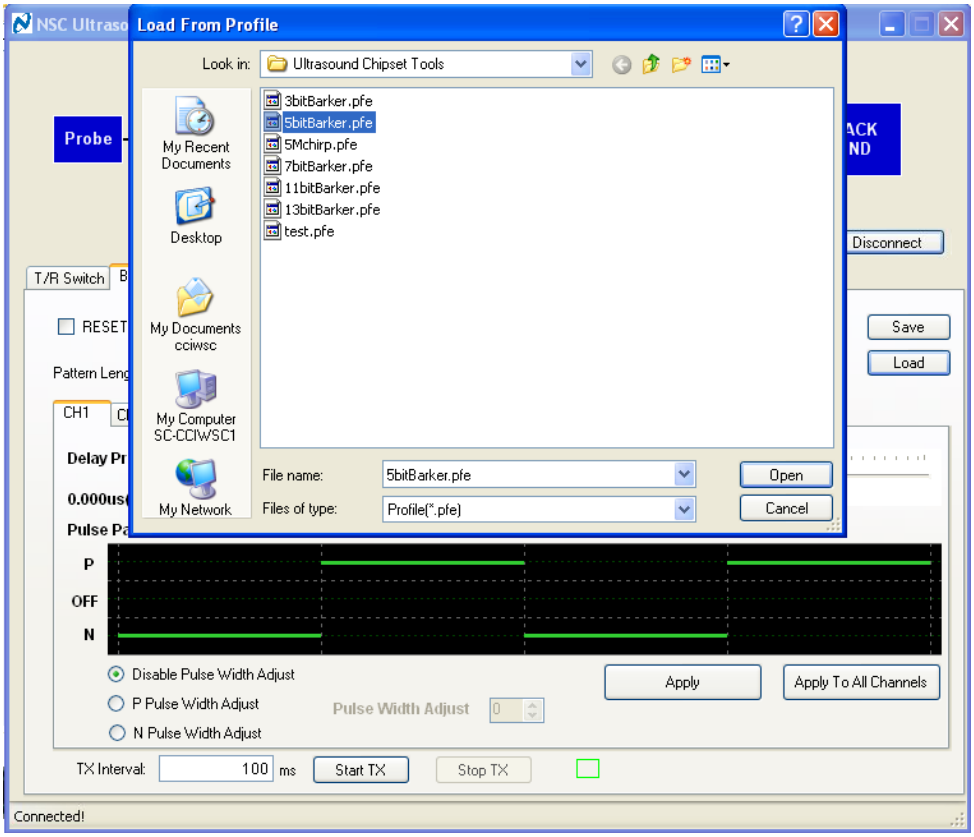

Figure 18: Loading a Preset Pulse Pattern
- To load saved pulse patterns, click on the **Load** button and select the desired pulse pattern file, as shown below in. **Figure 18.**